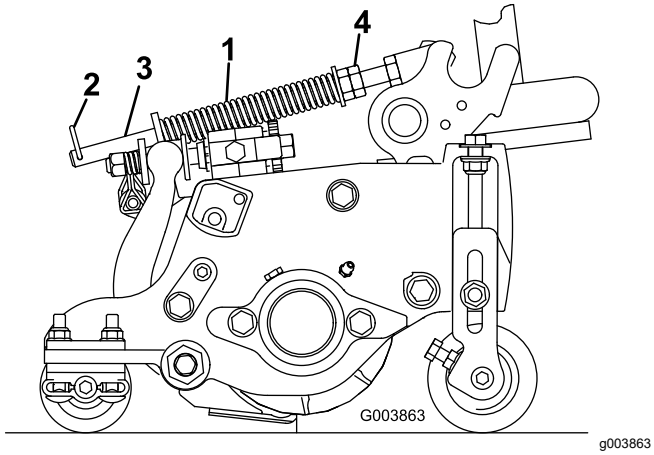

Figuur 50
De gazoncompensatieveer (Figuur 50) zorgt ervoor dat het gewicht van de voorste naar de achterste rol wordt verplaatst. Dit voorkomt dat er een golfpatroon in de grasmat ontstaat, ook wel bekend als 'bobbing'.
1. Monteer de borgpen in de achterste opening in de veerstang (Figuur 50).
2. Draai de zeskantige moeren op het voorste uiteinde van de veerstang vast totdat de lengte van de samengedrukte veer 15,9 cm bedraagt; zie (Figuur 50).